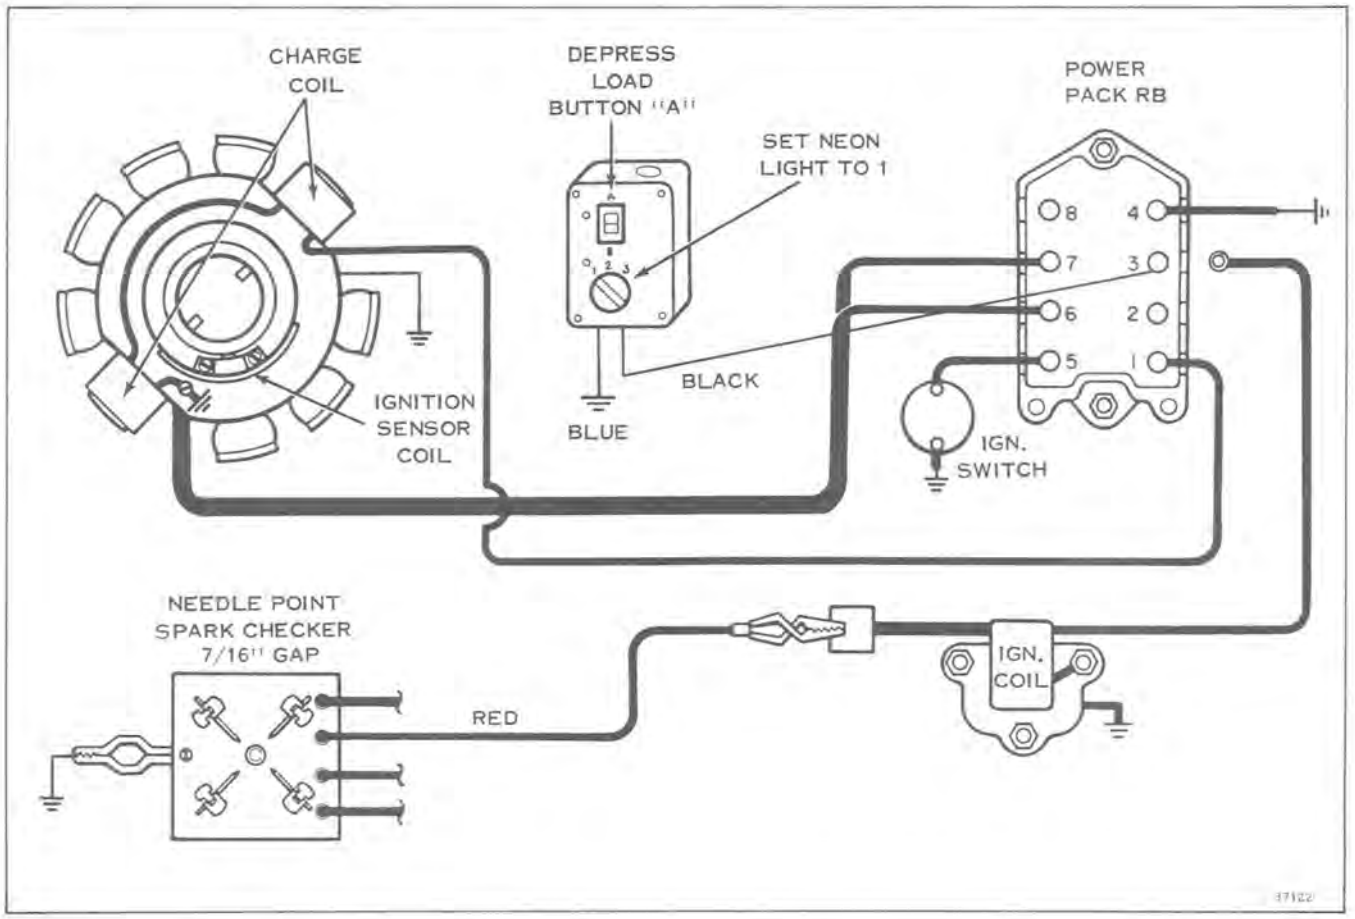

Figure 7-14
B. Use neon tester S80 or M80. Set rotary switch on tester to position #1. Hook tester black lead to Power Pack RB terminal #3, and tester blue lead to engine ground. See Figure 7-14.
D. Depress load button "A" and crank engine with starter (or recoil starter) and observe neon light. See Figure 7-14.